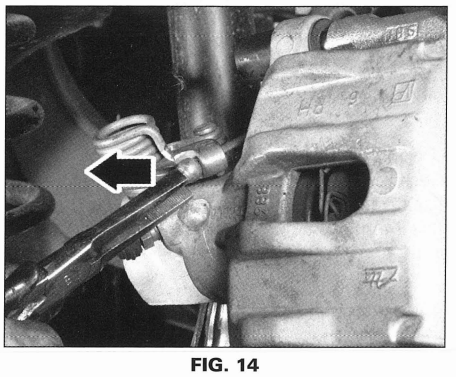

FIG. 14
• Desengrapar el cable de freno de estacionamiento **(fig. 14).**